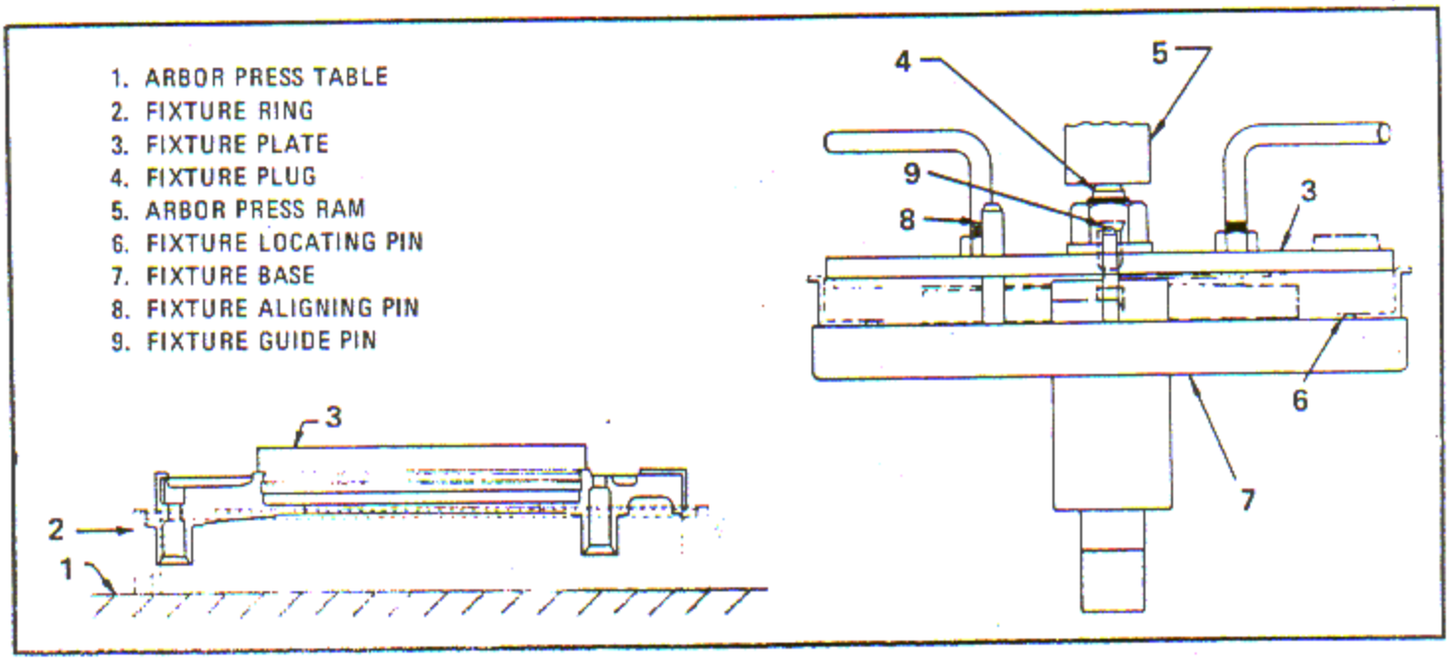

Figure 6-73. Remove Cam Bearing and Install Support Bearing
a. Place ring of fixture (2, figure 6-73) on a suitable arbor press table (1) with the large cut-out opening up. Install the support into the fixture ring, locating in the four gear trunnion cut-outs.
b. Place the fixture plate (3) properly on the support. Press fixture plate with the arbor press ram (5) until the cam bearing is free from the support.